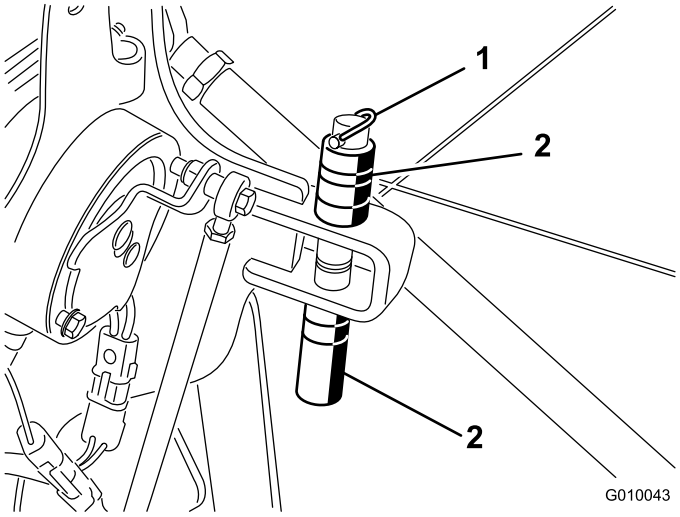

**Figur 29**
1. Fjern ringstiften som holder avstandsstykkene og dybdestiftene (Figur 29).